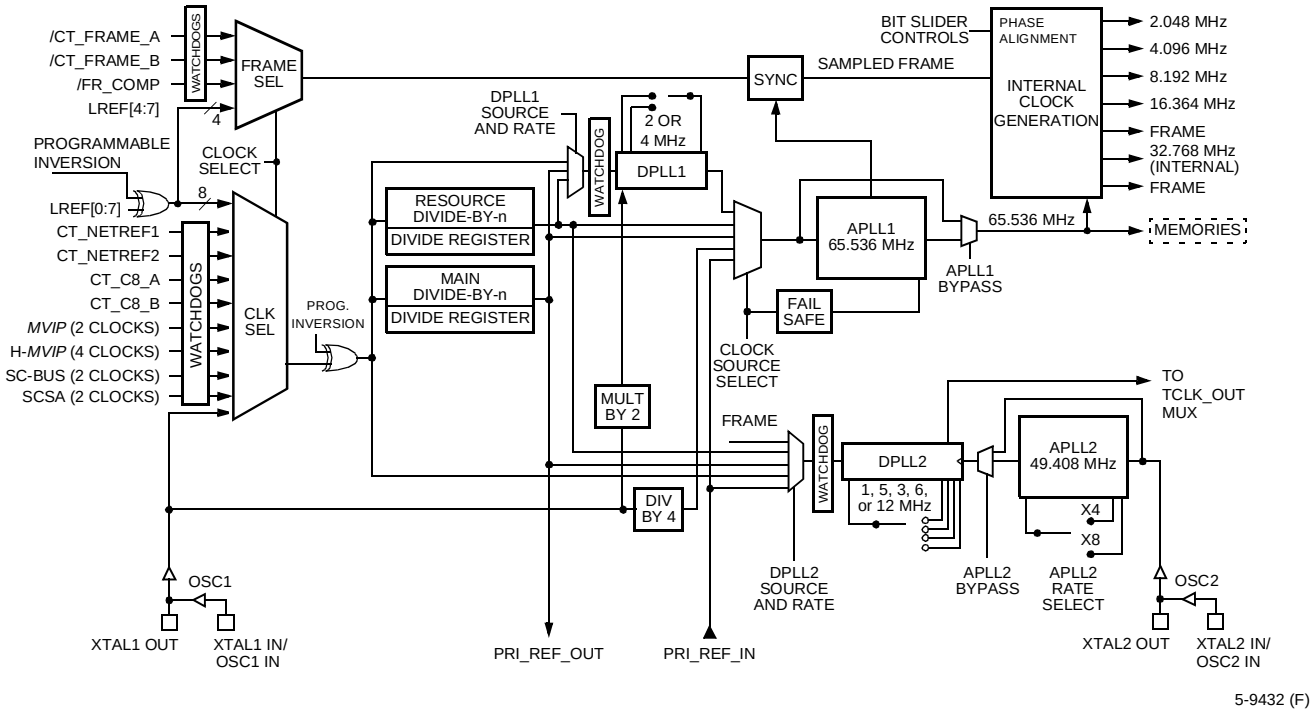

Figure 19. T8110 Main Clocking Paths
- Main clock selection CLK SEL MUX output; see Figure 19 on page 62.